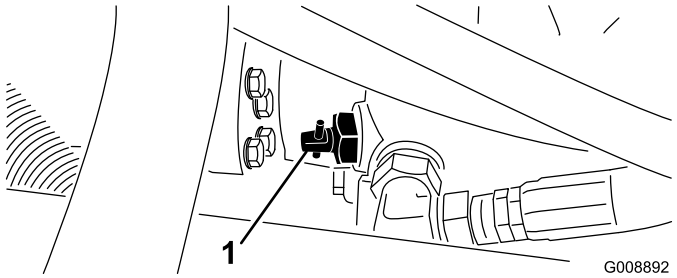

Figur 27
1. Find omløbsventilen på pumpen (Figur 27), og drej den 90°.